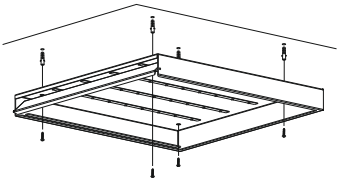

Рисунок 2
5.2.2 Накладной монтаж светодиодной панели осуществляется непосредственно на поверхность потолка с креплением светильника через отверстия в корпусе (рисунок 2). Крепёж для накладного способа монтажа в комплекте не поставляется.